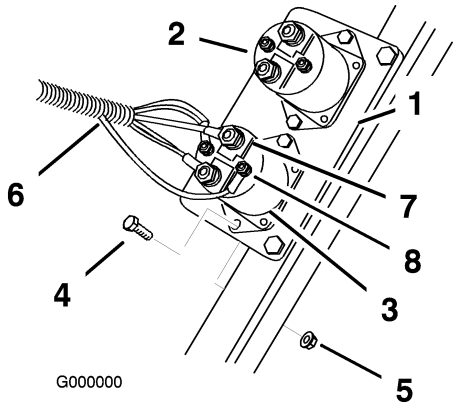

**Figure 7**
2. Install the solenoid on the existing plate using two bolts (#10 x 3/4 inch) and two nuts (#10) as shown in Figure 7.